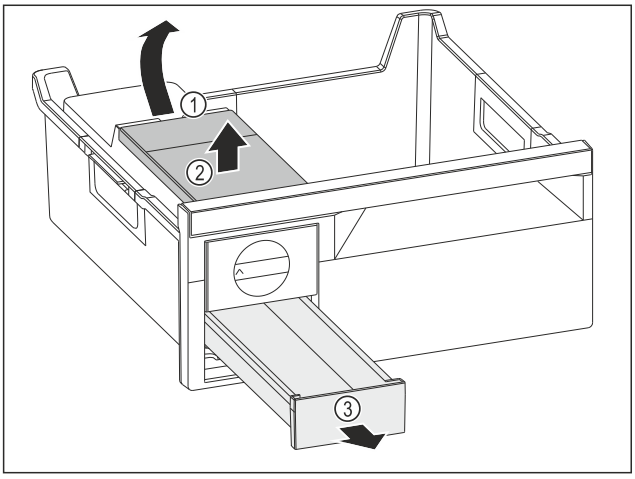

Fig. 181
▶ Watertank wegnemen: Watertank bij de uitsparing *Fig. 181 (1)* optillen.
▶ Watertank *Fig. 181 (2)* naar boven toe wegnemen.
▶ IJsblokjesvak *Fig. 181 (3)* naar voren toe wegnemen.